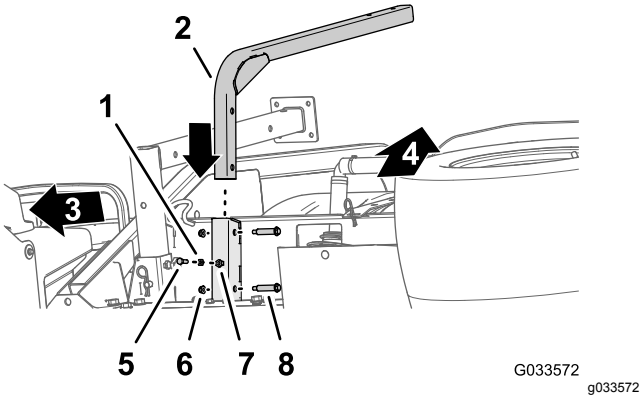

Figur 46
1. Ret ferskvandstankens støtterør ind efter tankens støttekanal (Figur 46).
2. Ret hullerne i støtterøret ind efter hullerne i kanalen (Figur 46).
3. Fastgør røret til kanalen (Figur 46) med de to ansatsbolte (½" x 1-15/16") og to flangelåsemøtrikker (5/16").
5. Skru kontramøtrikken (5/16") i bolten (5/16" x 1") som vist i Figur 46.
6. Skru bolten (5/16" x 1") og kontramøtrikken på svejsemøtrikken i bunden af tankens støttekanal, og stram bolten og kontramøtrikken med hånden (Figur 46).